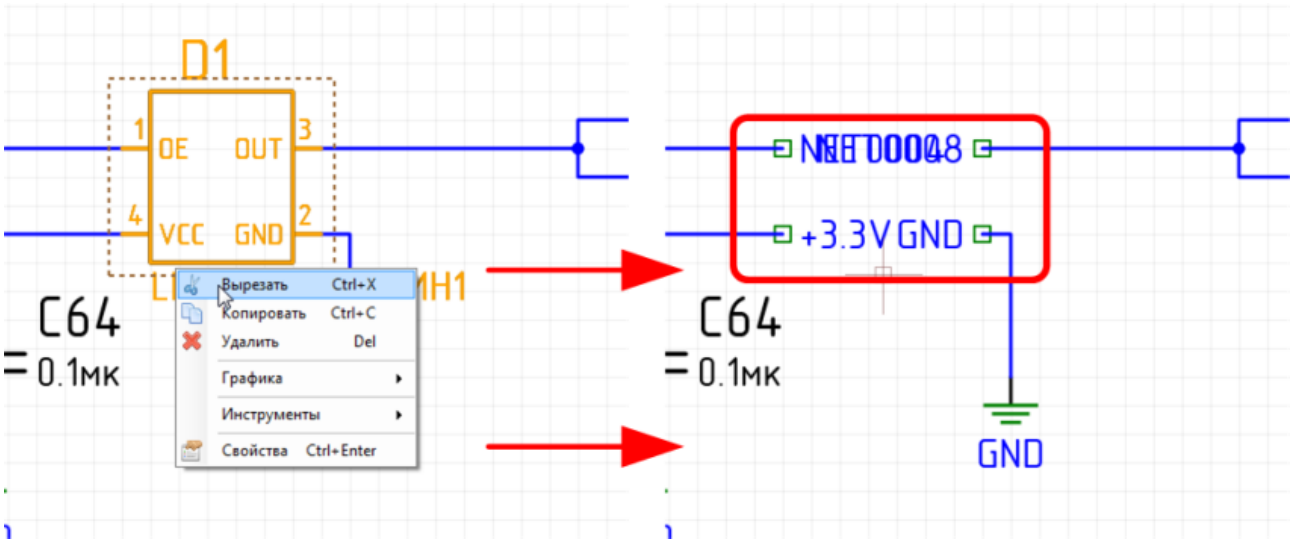

Рис. 530. Вырезание объектов
2. Вызвать контекстное меню и выбрать пункт «Вырезать», либо воспользоваться сочетанием клавиш «Control»+«X». Объекты будут вырезаны, см. Рис. 530.